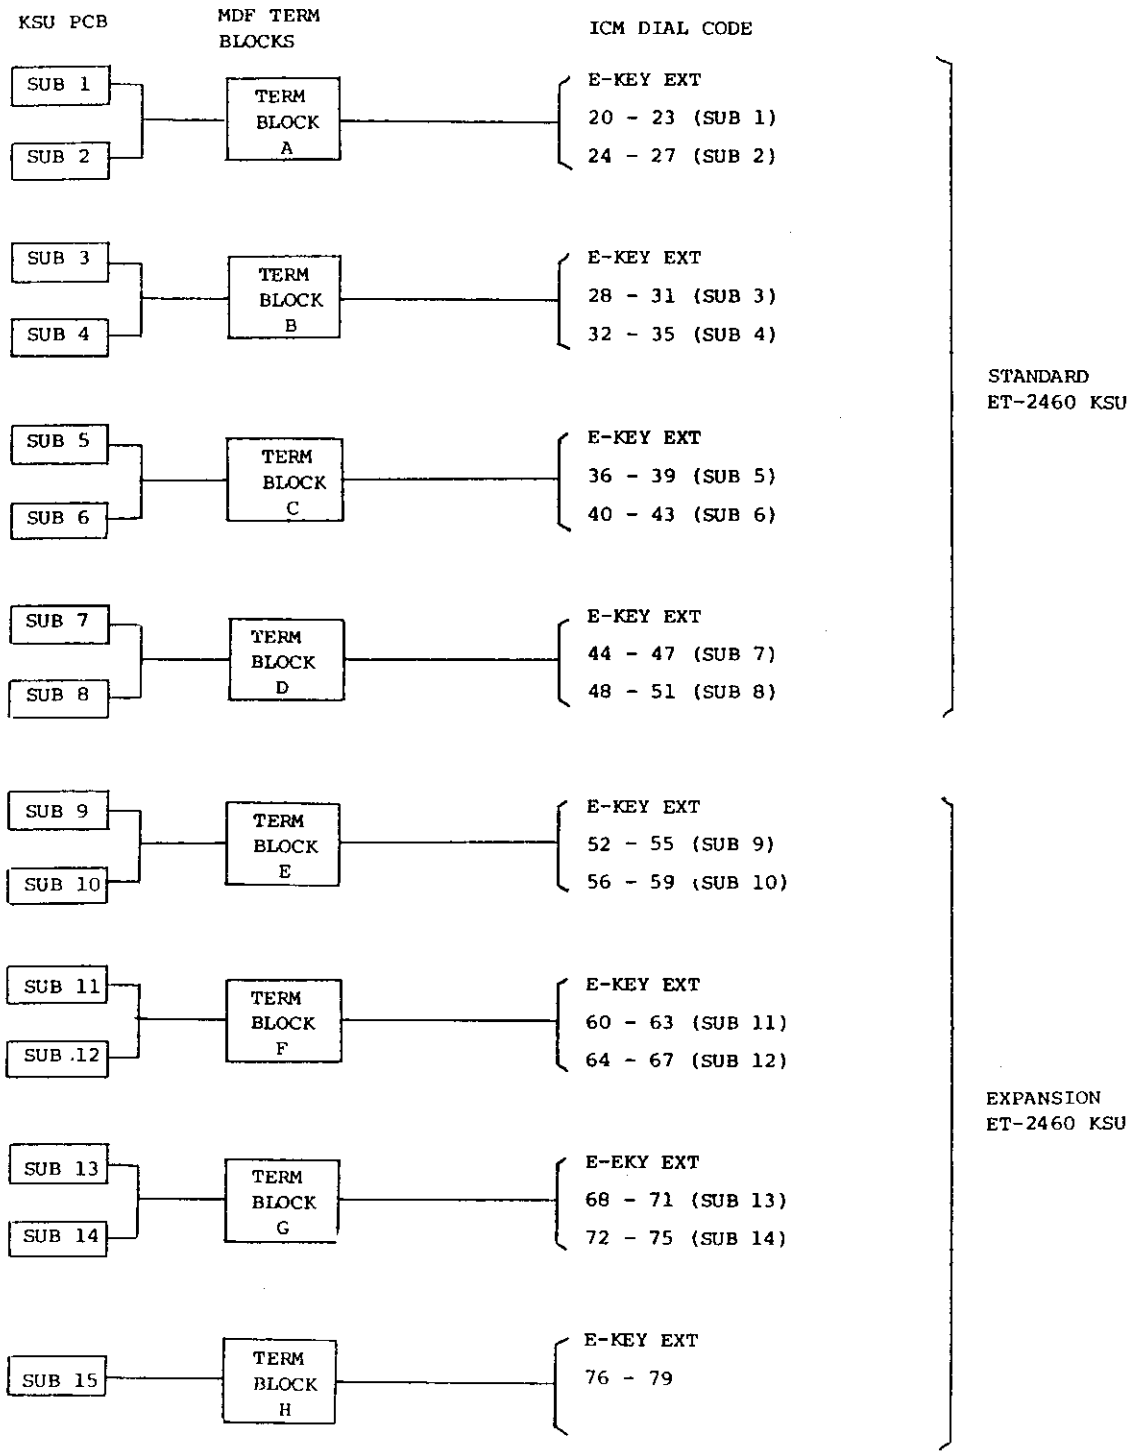

FIGURE 41 MDF Terminal Block Assignment
The E-KEY station Intercom dial code number is assigned by connection of the six station conductors to the dial code number appearing on KSU terminal blocks A through H at the MDF. FIGURE 41 illustrates the KSU MDF terminal block assignments for the Intercom dial codes.
(1) Remove the station directory and 6-pin modular drop cord from the E-KEY station.
(2) Using the wall-mount plate as a template, attach to the wall surface the screws that will hold the wall-mount plate. Utilize the keyhole slots that will allow removal of the wall-mount plate.
(3) Insert the wall-mount plate into the base of the E-KEY station housing as illustrated in FIGURE 41. Holding the mounting plate at an angle, insert the two top tabs of the plate into the holes on the E-KEY telephone base. Then insert the bottom tab into the slot on the E-KEY station base.
(4) Insert the station directory tray in the directory slide at the top of the station.
(5) Run the station drop cord in between the bottom of station and the mounting plate, and insert it into the station jack.
(6) Attach the unit to the wall using the keyholes on the mounting plate.
(7) Attach the wall-mount cup to the station by applying pressure and inserting the cup into the two holes provided on the handset cradle just above the hookswitch.